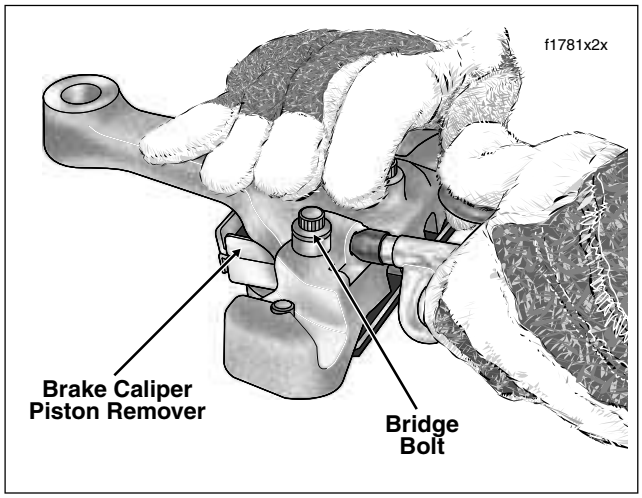

Figure 2-69. Direct Compressed Air Into Banjo Bolt Hole
e. Using a tapered, rubber-tipped nozzle on the air hose, apply low pressure compressed air into the banjo bolt hole to force pistons into contact with cushion of tool. See Figure 2-69.